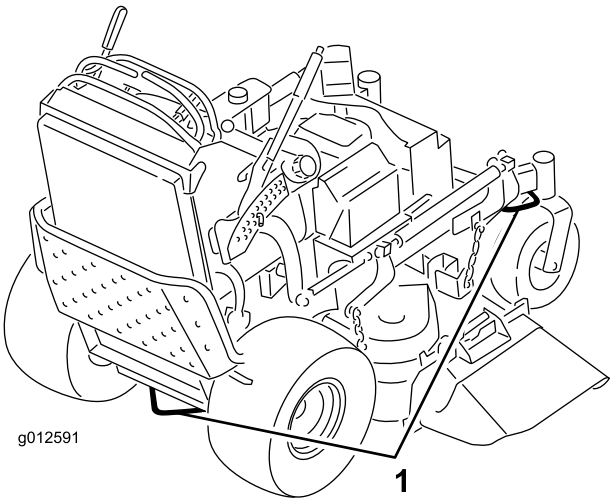

Figure 26
6. Servez-vous des points d'attache en métal de la machine pour arrimer solidement la machine sur la remorque ou le véhicule utilitaire avec des sangles, des chaînes, des câbles ou des cordes (Figure 26).